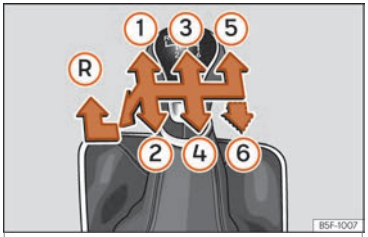

Fig. 136 Gear shift pattern of a 5 or 6-speed manual gearbox.
The position of the gears is indicated on the gearbox lever ››› Fig. 136.
- With the gearbox lever in neutral, push it downwards, move it to the left as far as it will go and then forwards to select reverse ››› Fig. 136 Ⓡ.